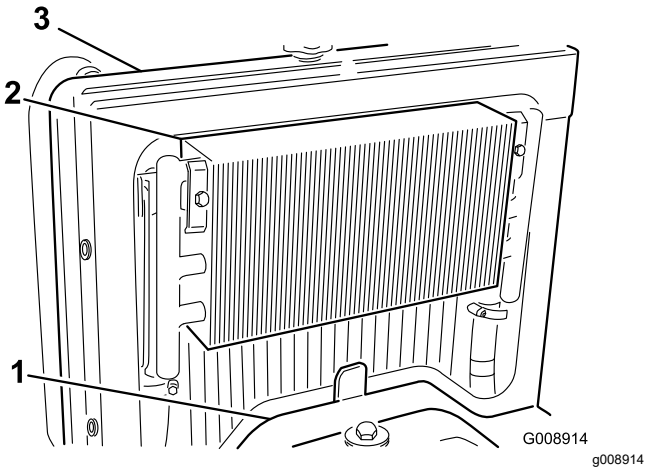

Figur 52
2. Fjern tilgangspanelet (Figur 52).